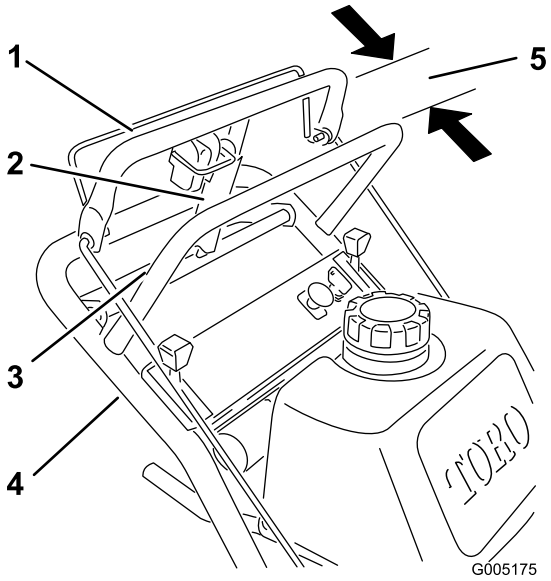

Figura 39
1. Compruebe el espacio entre la barra de control superior y la barra fija con la transmisión de las ruedas totalmente engranada. El espacio debe ser de 25–32 mm (1-1/4 pulg) aproximadamente (Figura 39).